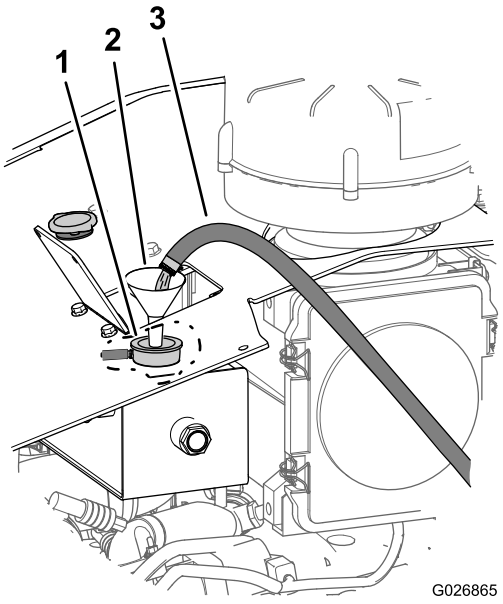

Bild 103
A. Füllen Sie die Kühlanlage mit sauberem Wasser (Bild 103).